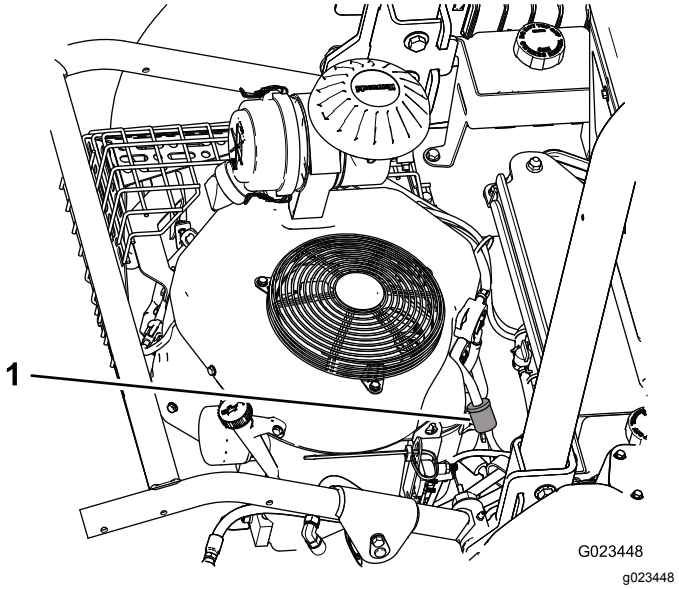
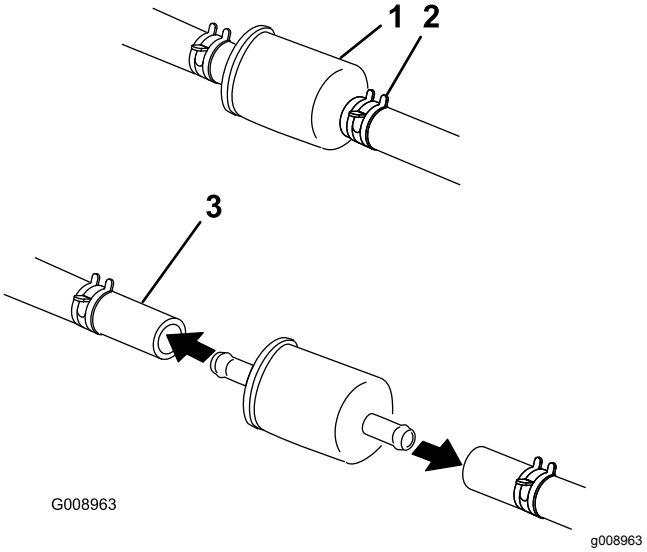

Figur 47
Figur 48
2. Lossa slangklämman på filtrets förgasarsida och ta bort bränsleeldningen från filtret (Figur 47 och Figur 48).